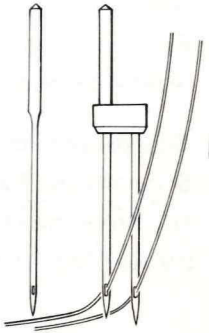

Fig. 26
d. Pass one thread through each needle eye (Fig. 26).